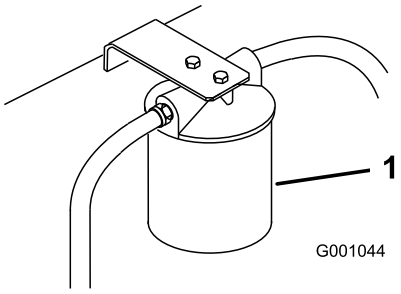

Figur 77
4. Stil et aftapningskar under filteret, fjern det gamle filter, og tør filteradapterpakningens overflade ren (Figur 77).